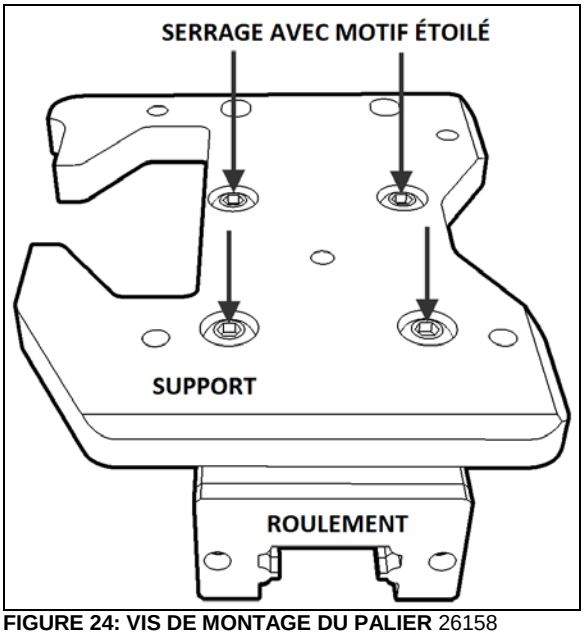

FIGURE 24: VIS DE MONTAGE DU PALIER 26158
5. Démonter l'assemblage support et palier. Retourner l'assemblage pour accéder aux vis de montage du palier (Figure 24). Démonter le vieux palier linéaire et installer le nouveau.